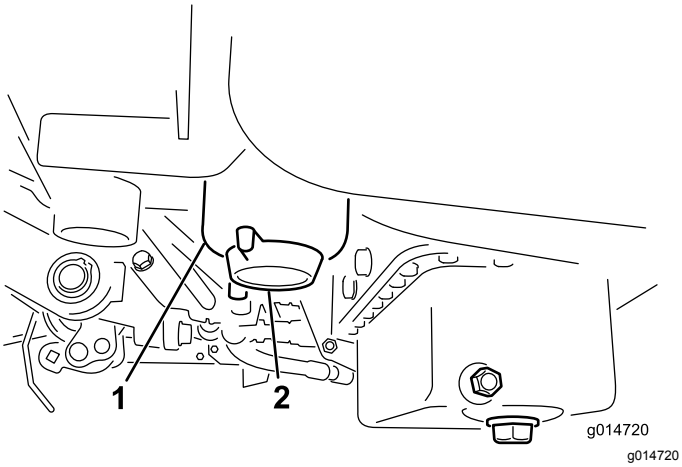

Figur 34
2. Rengør området, hvor filterskålen monteres (Figur 34).
4. Åbn filteraftapningsventilen (Figur 34).